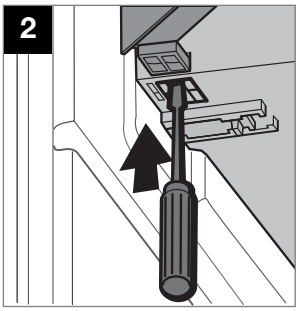

Abb. 24
- Entriegeln Sie die Frosterfachtür mit Hilfe eines Schraubendrehers (Abb. 24).